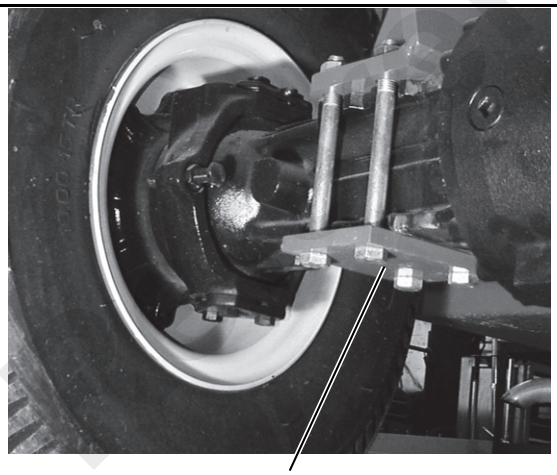

FIGURE 5-48
Torque the 3/4” axle mounting bolts (8) to 362 Nm (266 lb-ft). See Figure 5-48.